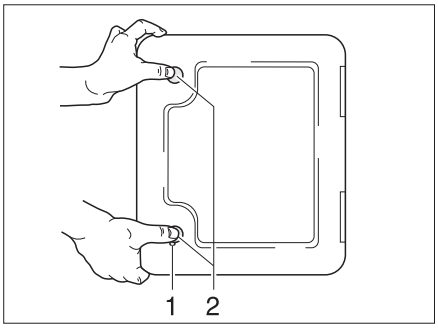

Fig. 144 Flap for the toilet cassette
- Open the flap for the cassette on the outside of the vehicle. Insert the key into the locking cylinder of the push-button lock (Fig. 144,1) and turn a quarter turn.
- Press both push-button locks (Fig. 144,2) simultaneously with your thumb and open the flap for the cassette.